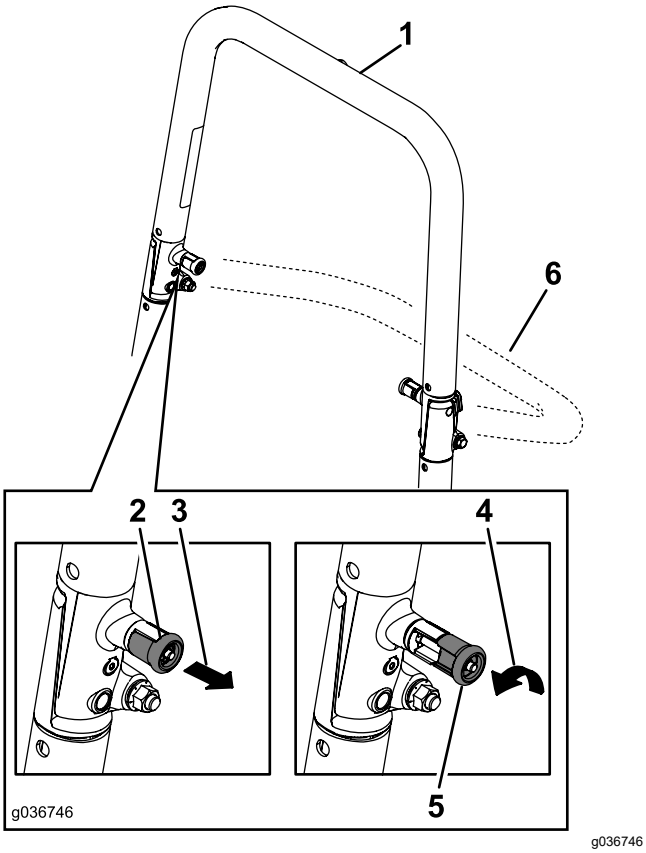
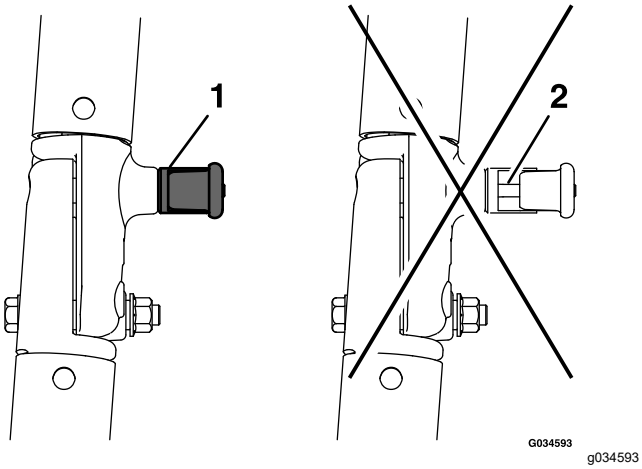

**Figur 54**
**Figur 55**
**Merk:** Den øvre bøylen på veltebøylen må kanskje skyves litt fremover eller trekkes bakover for å få begge knottene til å låse helt (Figur 54 og Figur 55).